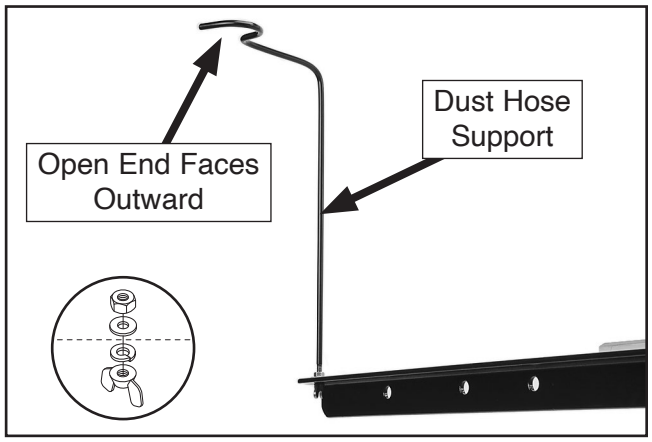

Figure 27. Dust hose support installed.
17. Attach dust hose support arm to rear rail with M6-1 hex nut, 6mm flat washer, 6mm lock washer, and M6-1 wing nut. Orient arm so open end of hook faces outward, as shown in **Figure 27**.